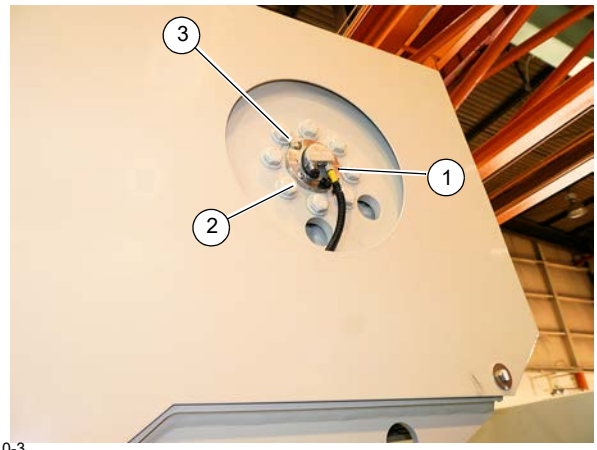

FIGURA 5-5
2. Retire el cable del indicador de rotación de tambor (DRI) (1, Figura 5-5) del tambor del malacate.
1. Suelte el collar del conector y desenchufe el cable del DRI (1, Figura 5-5).
2. Saque los dos tornillos retenedores (2).
5. Meta el DRI en el tambor de modo que la muesca quede alineada con el respiradero (3, Figura 5-5).
6. Fije el DRI con los tornillos retenedores (2, Figura 5-5).